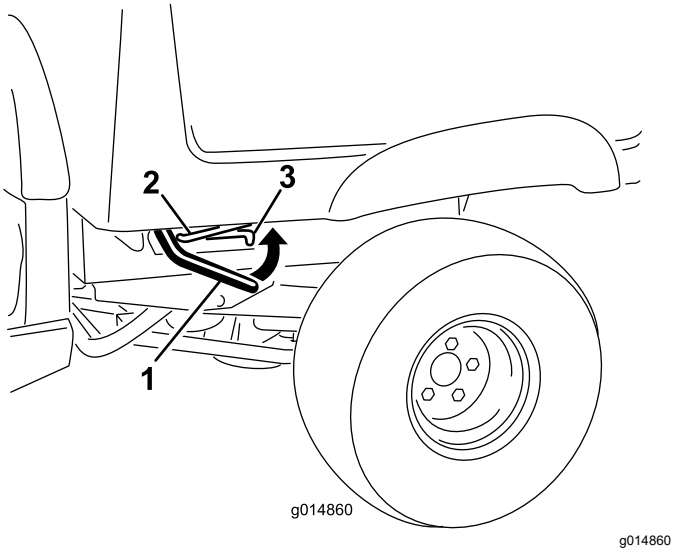

**Figur 13**
1. Løft grebet på hver side af ladet, og løft ladet op (Figur 13).
1. Hæv ladet en anelse ved at løfte låsegrebet op (Figur 13).